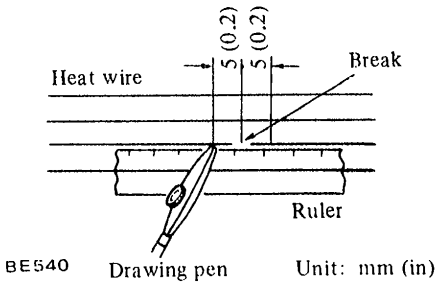

Fig. BE-133 Locating ruler in position
3. Place ruler on glass along broken line to be repaired as shown in Figure BE-133. Deposit conductive silver composition on break with drawing pen. Slightly overlap existing heat wire on both sides [5 mm (0.197 in) preferably] of the break.